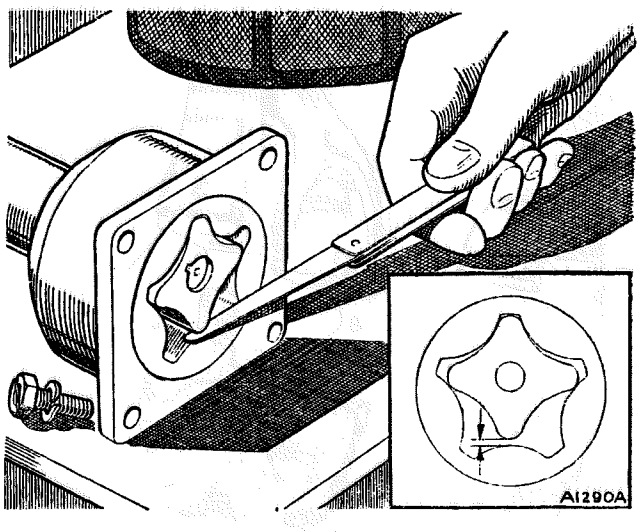

Fig. Aa.6
(3) Repeat test (2) with the rotor lobes in the position shown in Fig. Aa.6, and if the clearance exceeds ·008 in. (·203 mm.) renew the rotors.